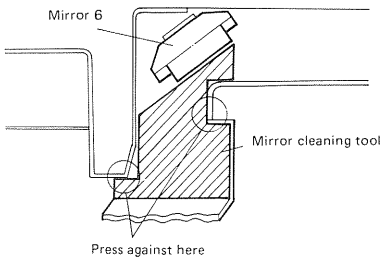

Figure 4-14
2) As shown in Figure 4-14, press the mirror cleaning tool against the mirror 6 and slide the tool for cleaning.